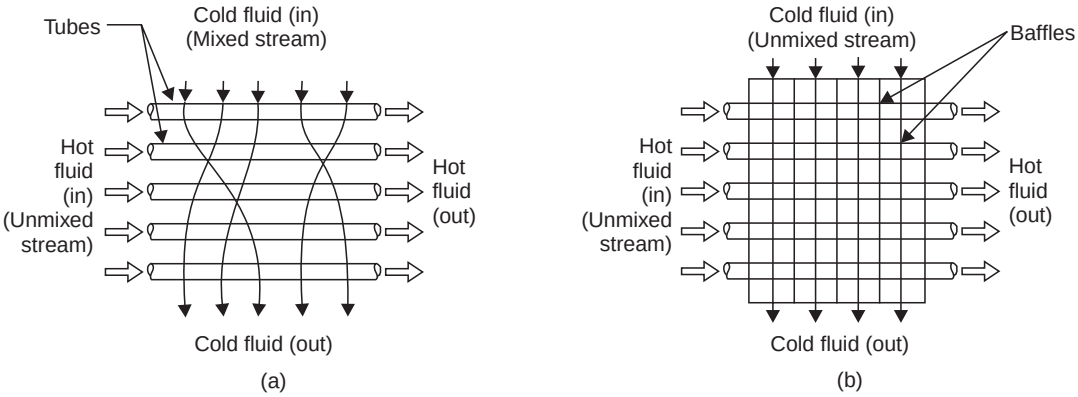

Fig. 15.33. Cross-flow heat exchangers.
- Refer Fig. 15.33 (*a*) : *Hot fluid* flows in the separate tubes and there is no mixing of the fluid streams. The *cold fluid* is perfectly mixed as it flows through the exchanger. The temperature of this mixed fluid will be uniform across any section and will vary only in the direction of flow.
- Refer Fig. 15.33 (*b*) : In this case each of the fluids follows a prescribed path and is unmixed as it flows through heat exchanger. Hence the temperature of the fluid leaving the heater section is not uniform.